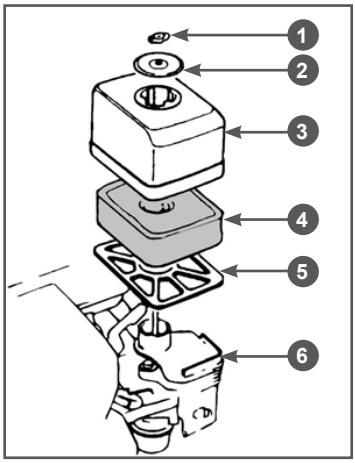

Рис. 17 Обслуживание воздушного фильтра
1. Открутите барашковую гайку 1, снимите шайбу 2 и крышку 3 воздушного фильтра в сборе с фильтрующим элементом 4 и сепаратором 5 (Рис. 17).
2. Извлеките из крышки 3 сепаратор 5 и фильтрующий элемент 4 (Рис. 17)
4. При незначительном загрязнении промойте поролоновый фильтрующий элемент 4 (Рис. 17) теплым мыльным раствором и просушите. Поврежденный или сильно загрязненный поролоновый фильтрующий элемент замените.